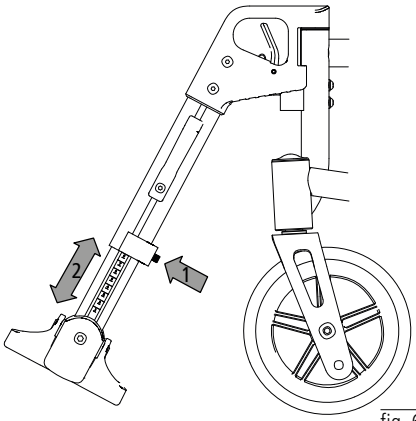

fig. 6
1. Per regolare allentare la vite sul retro del sostegno per la gamba (1, fig. 6) fino a che non si potrà agire sulla parte telescopica inferiore.
2. Posizionare il poggiapiedi (2, fig. 6)nel modo più comodo per l'utilizzatore e serrare nuovamente la connessione a vite. Per regolare uniformemente l'altezza su ambo i lati con maggiore facilità, sulla parte esterna sono stati collocati degli indici.